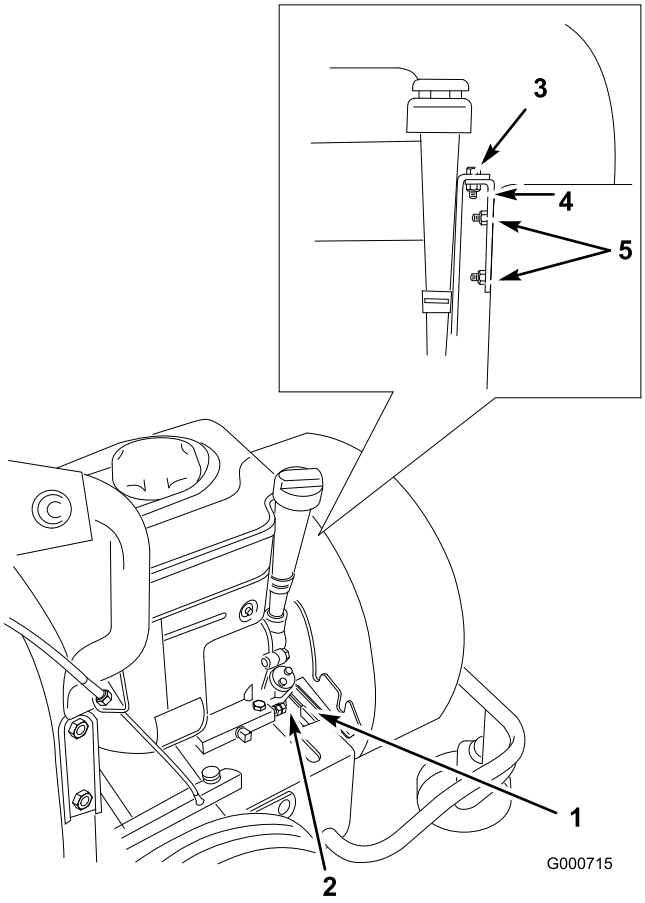

Bild 23
11. Setzen Sie das Gehäuse wieder ab, wobei Sie die untere Befestigungshalterung des Gebläsegehäuses auf die vordere Kante des Motorunterteils aufsetzen (Bild 23).
12. Montieren Sie den Motorbügel mit zwei Sicherungsmuttern auf den Befestigungsbolzen (Bild 23).
13. Befestigen Sie den Bügel mit der Schraube, die Sie vorher entfernt haben, am Motorbügel (Bild 23).